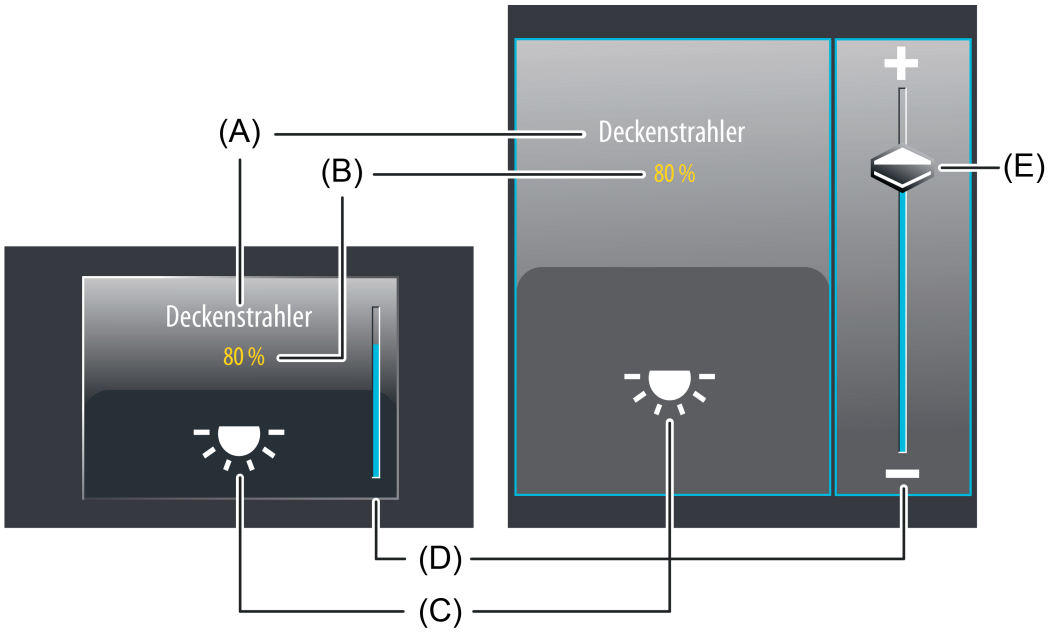

Bild 35: Beispiel für Bedien- und Anzeigeelement der Funktion "Wertgeber Verstellfunktion" mit einem Datenformat "1 Byte 5.001...5.004"
Bei der Auswahlbedienung steht neben den Sensorflächen **+** oder **-** zur diskreten Wertvorgabe ein Slider (E) zur Verfügung (Bild 35). Über den Slider ist es möglich, grafisch unterstützt direkt Werte vorzugeben. Dazu kann der Slider durch Fingerdruck gesetzt oder kontinuierlich gezogen werden. Zum Setzen des Sliders muss der Sliderbereich an der gewünschten Wertstufe mit dem Finger berührt werden. Der Slider springt dann unmittelbar an die gewünschte Stelle. Zeitgleich sendet das Gerät den auf diese Weise vorgegebenen Wert als Vorgabe auf den Bus aus.
Der Anzeigebereich enthält verschiedene Darstellungselemente (Bild 35), die durch Parameter beeinflusst werden. Jeder KNX Funktion kann in der Konfigurationssoftware eine Bezeichnung vergeben werden (A). Diese Text-Bezeichnung wird im Anzeigeelement zentriert zur Anzeige gebracht, wodurch steuerbare KNX Funktionen für den Anwender kenntlich gemacht werden (z. B. "Deckenstrahler", "Außenhelligkeit"). Zusätzlich kann unterhalb der Bezeichnung ein Statuswert (B) eingeblendet werden, der entweder abhängig vom Objektwert der Wert-Rückmeldung eines Aktors oder alternativ direkt abhängig von der Wertvorgabe des Bedienelementes Werte im Klartext anzeigt (z. B. "0...255", "0...100%", "0...65535Lux"). Das Datenformat dieser Statuswert-Anzeige wird durch den in der Konfigurationssoftware eingestellten Datentyp und durch das parametrierte Anzeigeformat bestimmt. Solange nach einem Gerätereset noch kein Rückmeldungs-Objektwert empfangen oder noch kein Wert vorgegeben wurde, zeigt der Statuswert "---" (ergänzt um die Einheit) an.